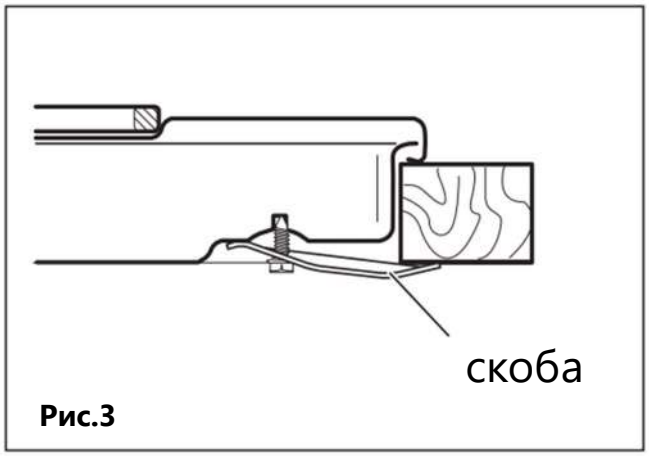
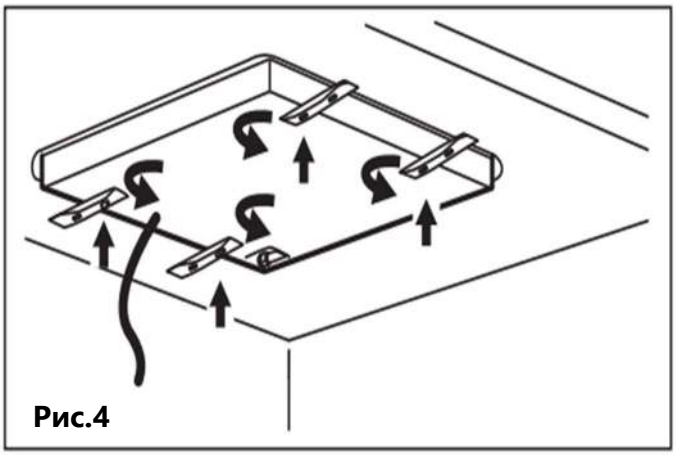
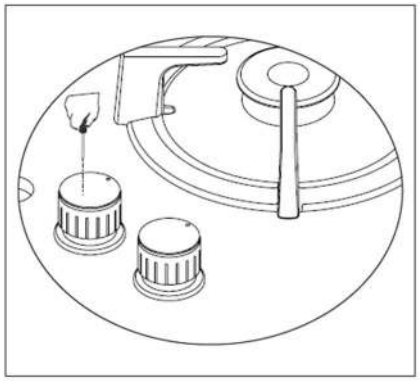
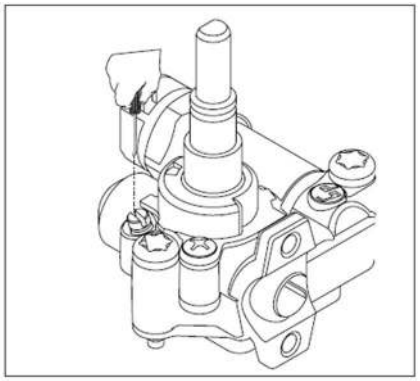

Рис.3
Рис.4
Рис. 4
Рис. 5
5. Закрепите варочную поверхность на столешнице при помощи скоб и шурупов, поставляемых в комплекте (рис.3 и рис.4).
6. В случае если установка духового шкафа не предусмотрена и есть свободный доступ к нижней части варочной поверхности, то в данном случае необходимо использовать деревянную панель, расстояние между прибором и панелью должно составлять минимум 30 мм. (рис.5).
7. Если прибор устанавливается в непосредственной близости от стены, минимальное расстояние между стеной и прибором должно составлять минимум 50 мм. (рис.5)
4. Выкрутите жиклер (Рис. 3) и замените на подходящий. Снимите ручку управления, соответствующую данной конфорке (Рис. 4), отрегулируйте положение регулировочного винта, который находится в центре газового крана (Рис. 5). Используйте отвертку подходящего размера.